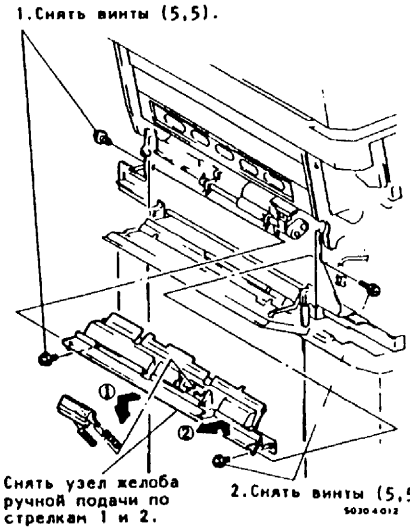

Рис.2. Снятие узла желоба многолистовой ручной подачи
9. (Рис.2): Снять узел желоба многолистовой ручной подачи.